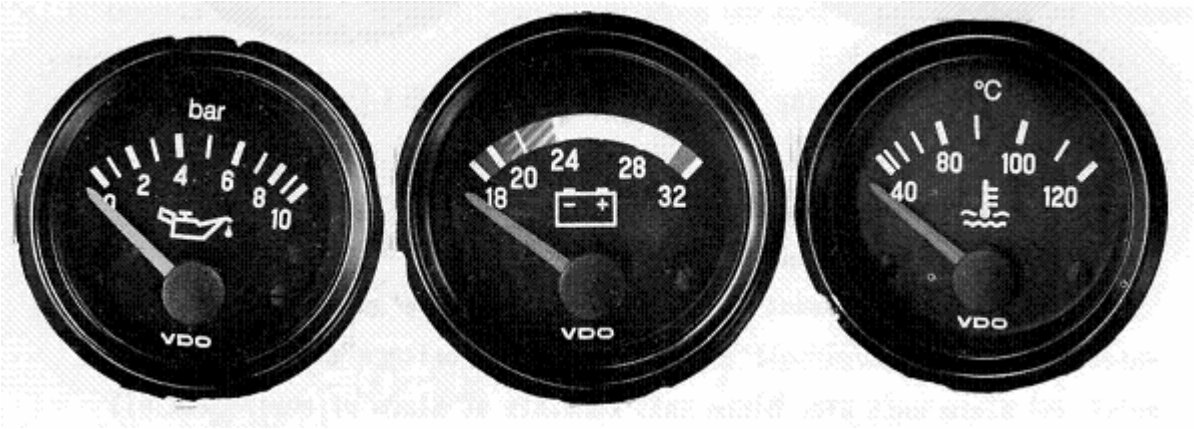

Рис. 1-15 Рис. 1-6 Рис. 1-17
1.6.2. Масляный манометр (Рис. 1-15)